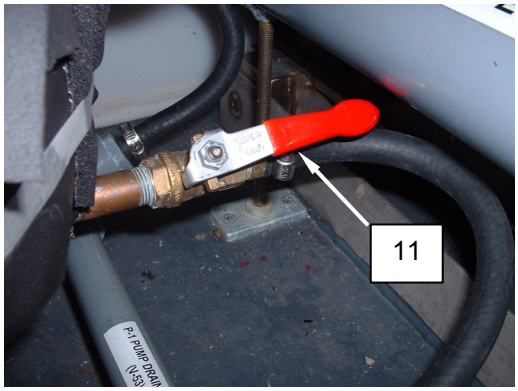
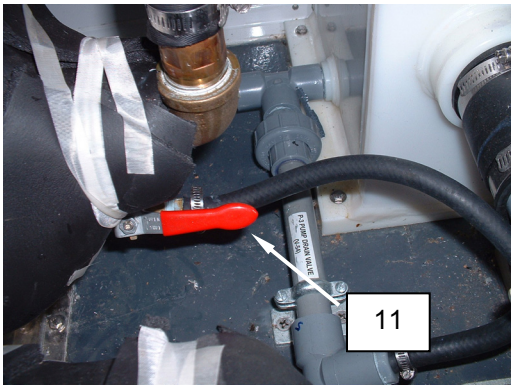

Figure 7. P-1 Pump Drain Valve.
Figure 8. P-3 Pump Drain Valve.
6. Close the pump drain valves **(Figure 7, Item 4) (Figure 8, Item 11)**.